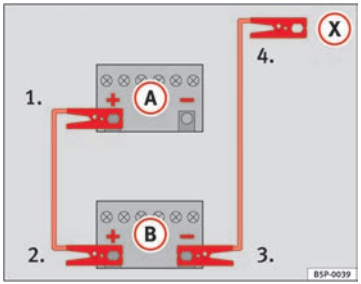

Fig. 188 Diagram of connections for vehicles without Start-Stop system.
2. Connect one end of the *red* jump lead to the positive (+) terminal of the vehicle with the flat battery (A) ⇒ Fig. 188.
3. Connect the other end of the *red* jump lead to the positive terminal (+) in the vehicle providing assistance (B).
4. **For vehicles without Start-Stop system:** Connect one end of the *black* jump lead to the negative terminal (–) of the vehicle providing assistance (B) ⇒ Fig. 188.